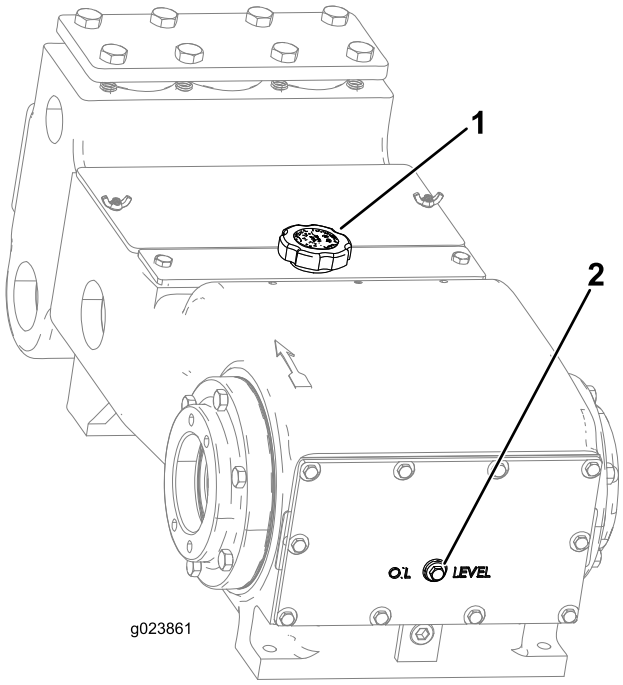
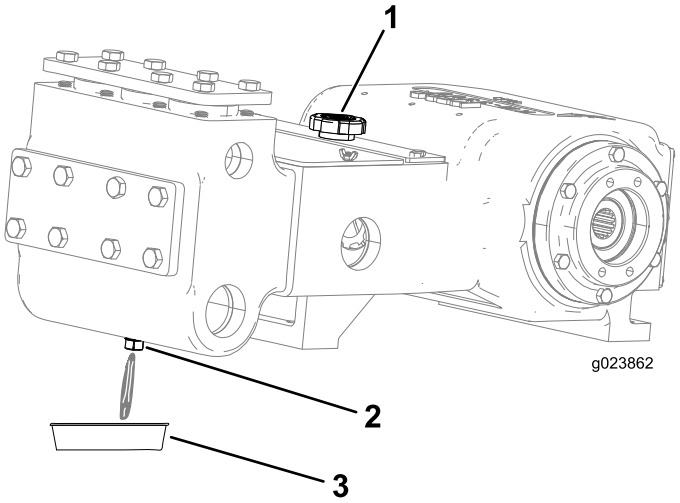

Figure 154
Figure 155
2. Enlevez le bouchon de contrôle du niveau d'huile sur le carter moteur (Figure 154).
3. Vérifiez que le niveau d'huile atteint le trait de remplissage, comme montré à a Figure 154.
4. Enlevez le bouchon de vidange et placez un bac de vidange sous le trou du bouchon de vidange (Figure 155).
6. Attendez que toute l'huile s'écoule dans le bac de vidange (Figure 155).
8. Enlevez le bouchon de remplissage (Figure 155) et ajoutez environ 1,8 l (1,9 ptes américaines) d'huile, ou suffisamment d'huile pour que le niveau atteigne le niveau du bouchon de contrôle de niveau d'huile, comme montré à la Figure 154.